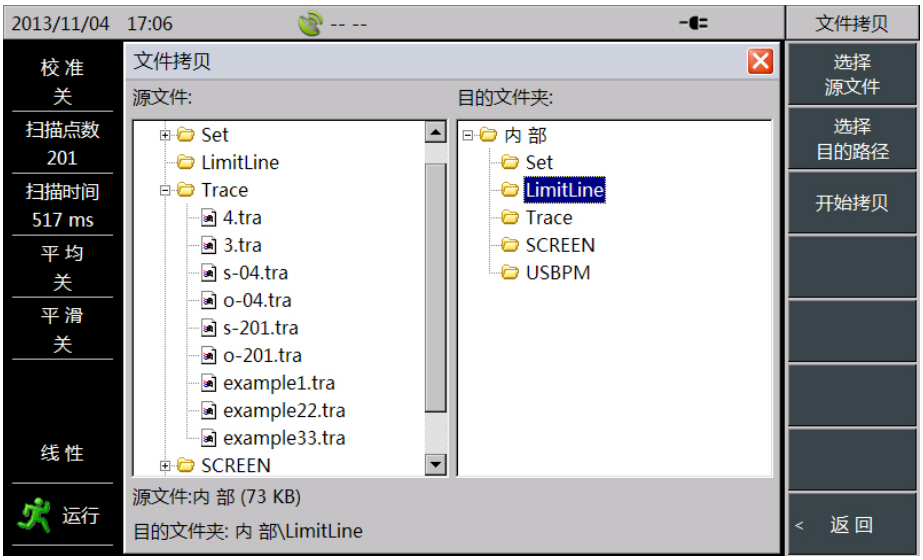

图 7.8　文件管理对话框
- 点击[文件管理]菜单项，弹出文件管理对话框，菜单栏进入“文件管理”菜单，如图 7.8 所示。